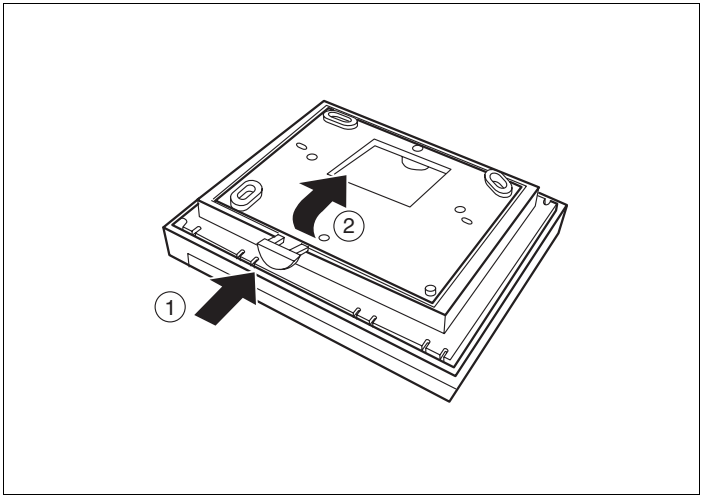

Abb. 2 Raumcontroller von der Montageplatte abnehmen
- Entriegelungstaste an der Unterseite der Montageplatte drücken (Abb. 2, **Schritt 1**).
- Montageplatte in Pfeilrichtung entnehmen (Abb. 2, **Schritt 2**).